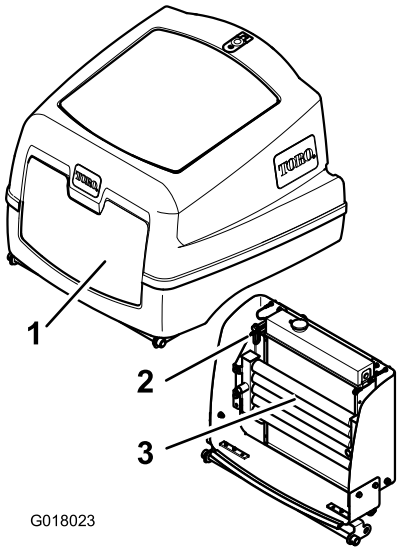

Figuur 59
4. Maak de vergrendeling los en open de motorkap (Figuur 59).